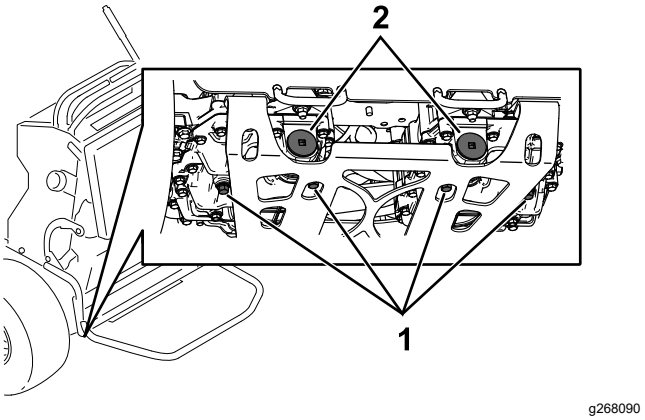

Figura 76
5. Localice el tapón de vaciado en la parte inferior de cada transmisión, y coloque un recipiente de vaciado debajo de los tapones (Figura 76).